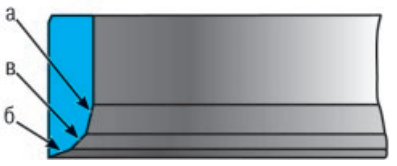

Рис. 5.10. Места обработки фасок седел клапанов
45. Имея слесарный навык, эту работу можно выполнить вручную с помощью набора специальных фрез. Вначале обрабатывают фаску **а** (рис. 5.10) под углом 15°, затем фаску **б** под углом 20° и фаску **в** под углом 45°. После шлифования необходимо притереть клапаны (см. «Притирка клапанов», с. 97).